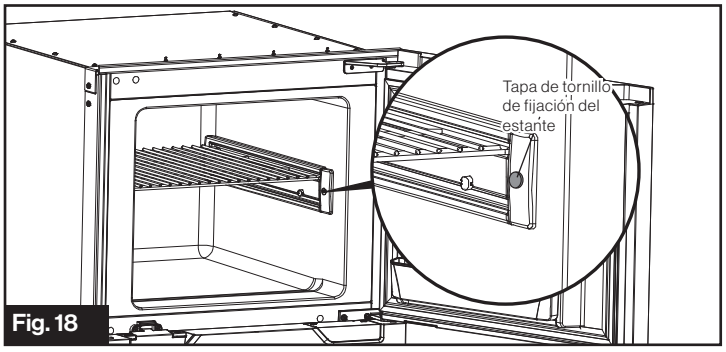

Fig. 18
2. Use una herramienta afilada para hacer palanca y abrir la tapa del tornillo de fijación. (Fig. 18)